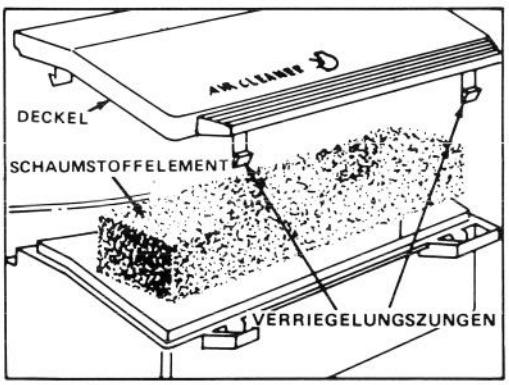

Bild 14
2. Verriegelungszungen eindrüken und Luftfilterdeckel abheben. Deckel gründlich reinigen (Bild 14).
3. Ist die Oberseite des Schaumstoffelements verschmutzt, vom Filterkörper abheben (Bild 14). Gründlich reinigen.